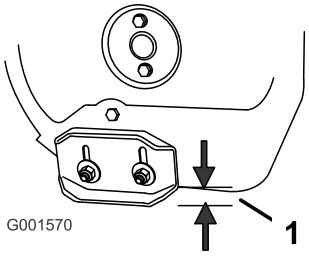

Figur 43
2. Lossa de muttrar som håller fast medarna på matarskruvens sidor, tills medarna enkelt kan flyttas upp och ned (Figur 43).